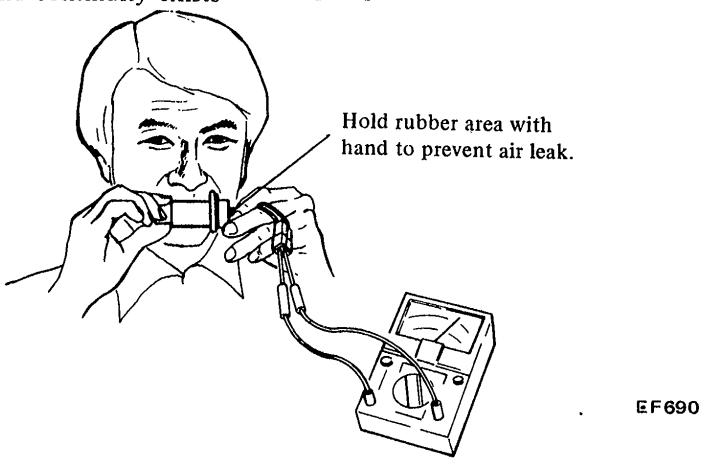

Fig. EF-89 Checking altitude switch
3. With an ohmmeter connected as shown in Figure EF-89, orally blow through discharge port or suck back. Altitude switch is in good order if a "click" is heard and continuity exists on ohmmeter scale.